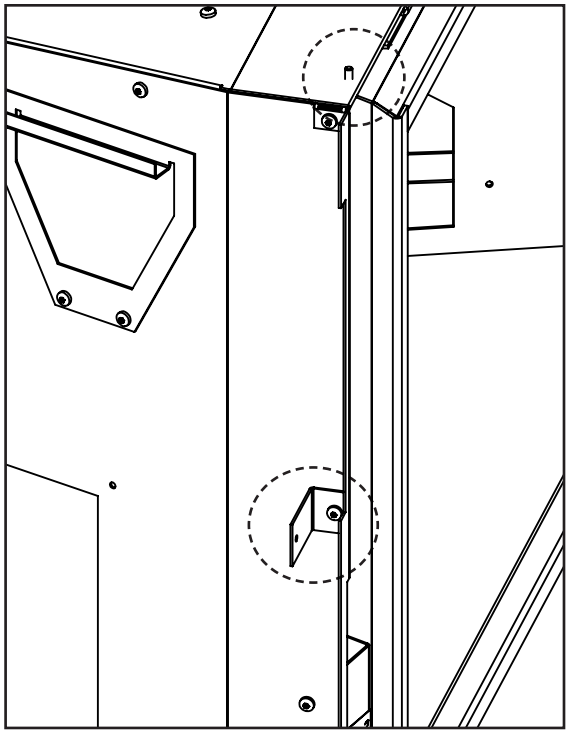

Figure 37: Panel Bracket Installed and Pin Location
2. Install the Trimmable Panel, **WITH THE FLANGES FACING OUT**, onto the stove and in front of the Panel Brackets by hooking the Panel's top flange onto the alignment pins on top of the stove (See Figure 37)